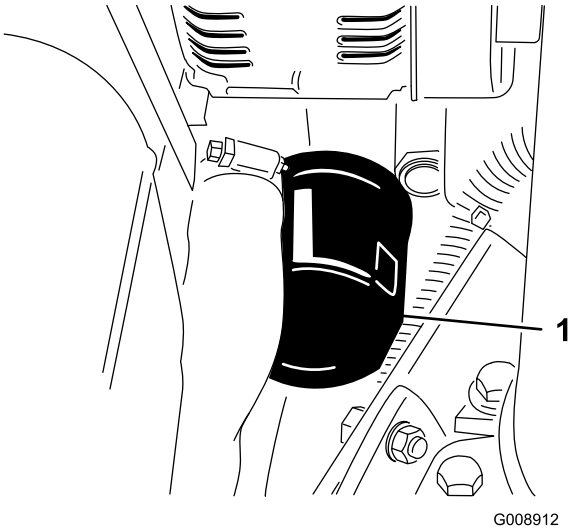

**Figur 46**
2. Avlägsna oljefiltret (Figur 46). Stryk på ett tunt lager ren olja på den nya filterpackningen innan den skruvas på. **Dra inte åt för hårt.**